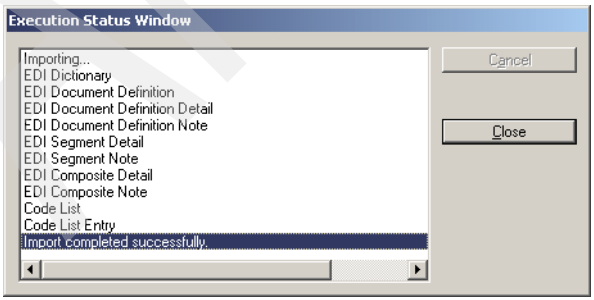

Figure 18-4 Execution status
6. The Execution Status Window opens and displays details of the import. When the window displays `Import completed successfully`, click **Close** (Figure 18-4).